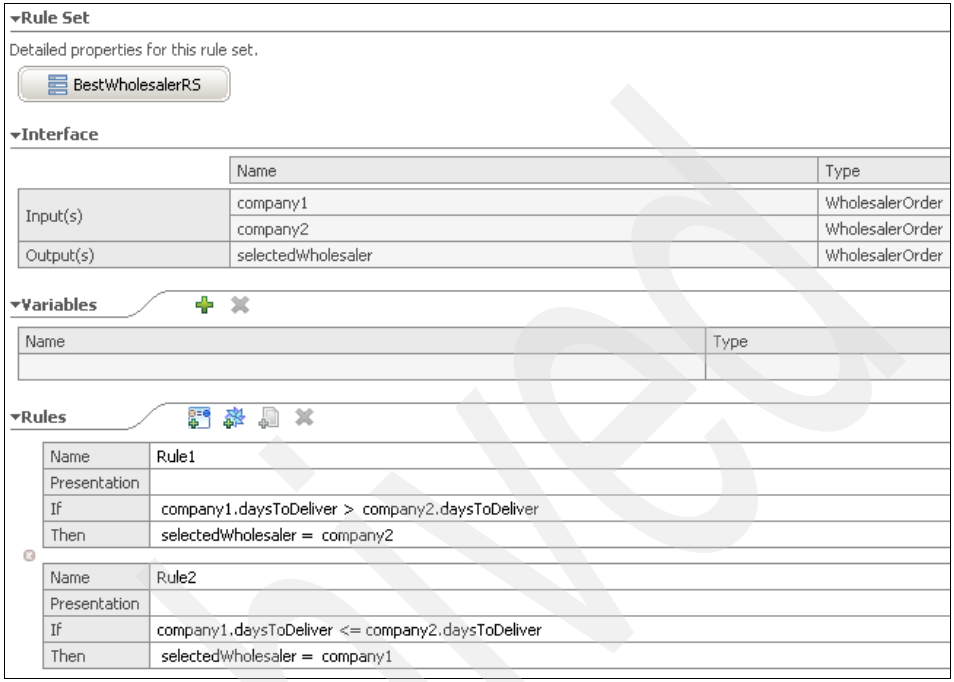

Figure 13-40 The completed BestWholesalerRS business rule set
7. Press Ctrl+S to save the BestWholesalerRS business rule set. Figure 13-40 shows the completed BestWholesalerRS business rule set.